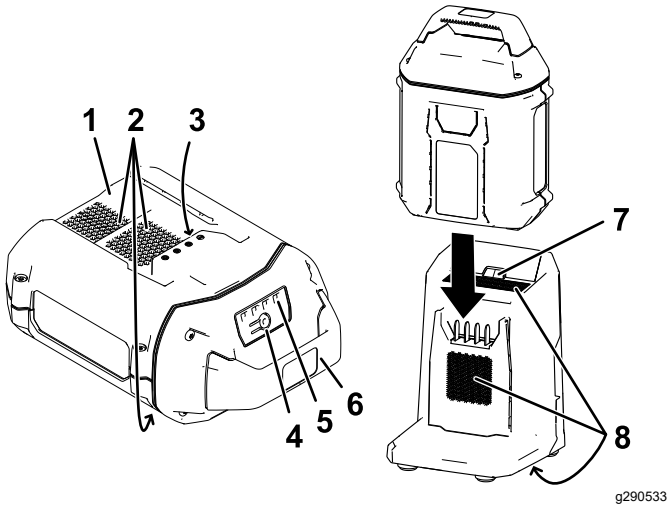

**Figura 20**
2. Allineate la cavità nel pacco batteria (Figura 20) con la linguetta sul caricabatterie.
3. Fate scorrere il pacco batteria nel caricabatteria fino a quando non è completamente in sede (Figura 20).